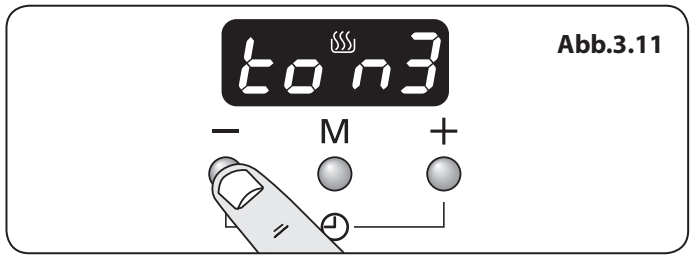

Abb.3.11
2. Drücken Sie zur Auswahl des Tons die Taste [-], bis der gewünschte Ton erreicht ist (**Abb.3.11**).